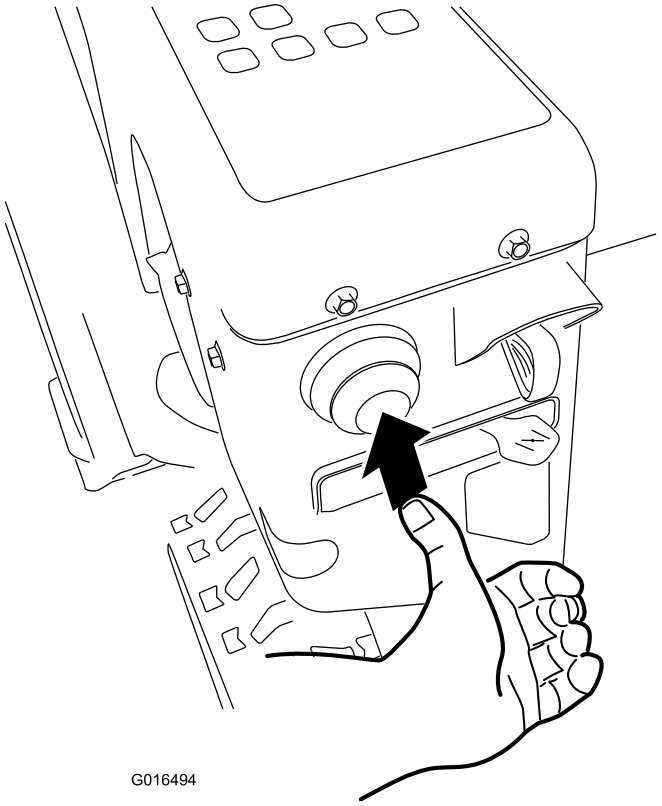

Figur 28
4. Snapsa genom att trycka in knappen ordentligt med tummen enligt tabellen nedan och hålla in knappen en sekund vid varje tryckning innan du släpper den igen (Figur 28).